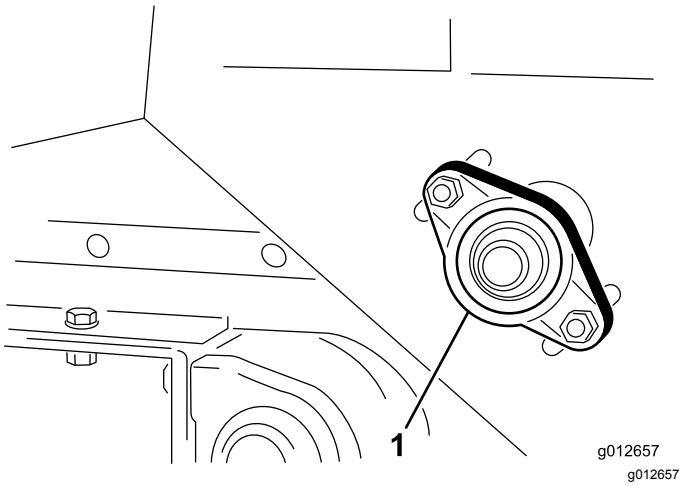

Figure 40
1. Loosen nuts that secure the bearing housing (Figure 40) to right side of machine.